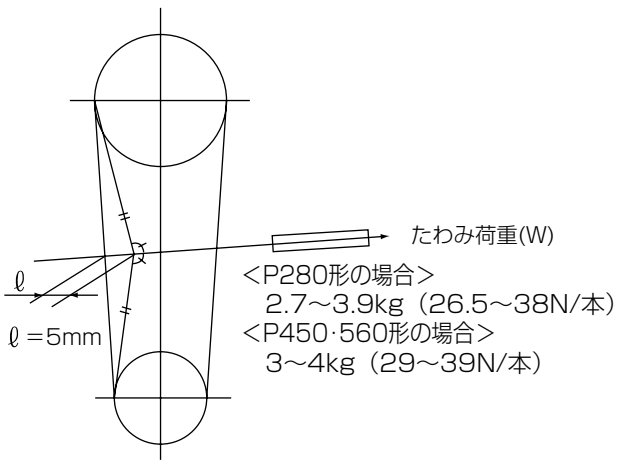

図2
2.Vベルトの1本当たりの張力は適正たわみ量(ℓ＝5mm)の時のたわみ荷重(W)が図2の値になるようにセットしてください。
3.ベルトがプーリーになじんだ後、(運転後24～28時間以後)図2の適正張りに調整することをお奨めします。